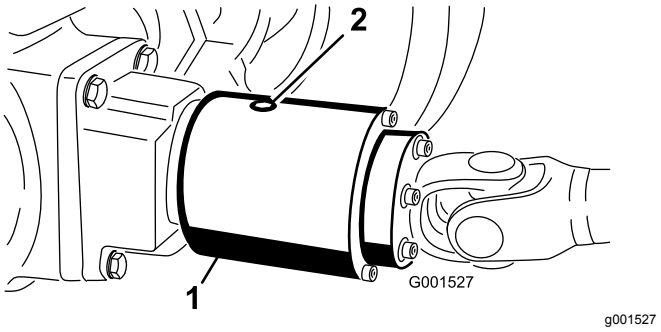

Figur 60
2. Drej koblingen (Figur 60) for at rette kontrolproppen ind efter kl. 4-positionen.